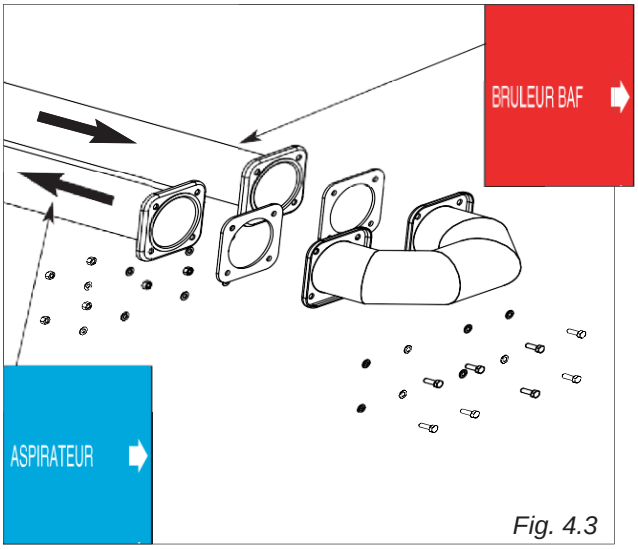

Fig. 4.3
1) **Pour tous les modèles** assembler des brides de tubes aux brides de coude en utilisant le kit de vis, rondelles et écrous. Ne pas oublier de placer le joint entre les brides, comme le montre la Fig. 4.3.